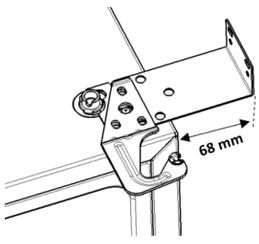

Figure 4
- The gap between the door and cabinet is typically 12mm allowing the door gasket to act correctly (Figure 4).